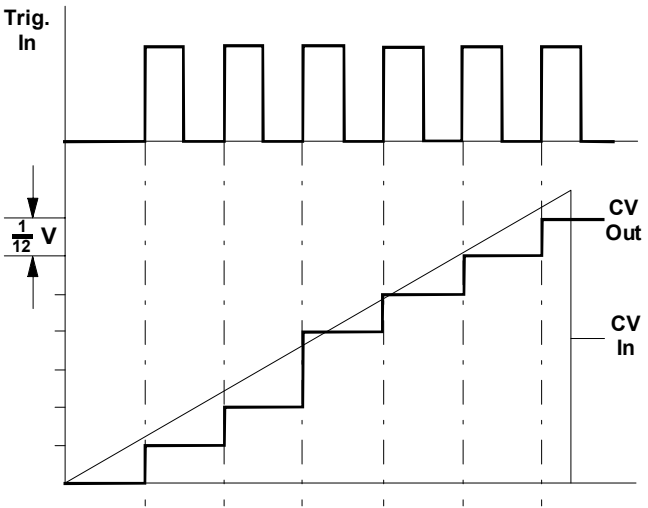

Abb. 6: erzeugter Signalverlauf bei extern getriggerter Quantisierung
❸ Trig. In • ❼ Trig. In
Falls Sie am **Trigger-Eingang** ❸ bzw. ❼ ein Trigger-Signal anlegen, erfolgt die Quantisierung mit jeder **positiven Flanke** des Trigger-Signals (s. Abb. 6).